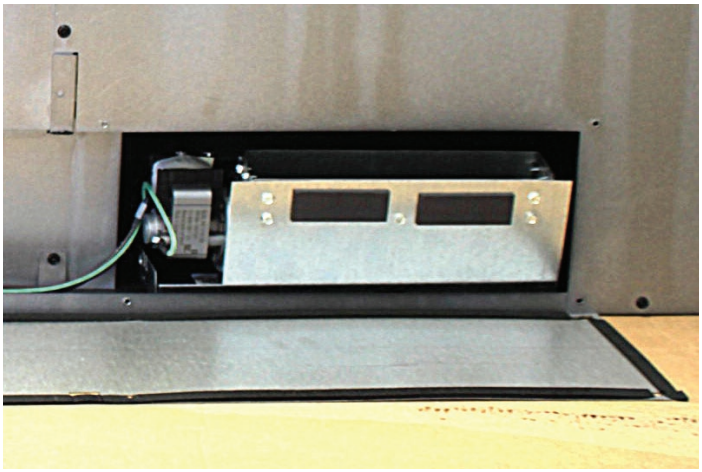

Figure 6
8. Ensuite, installez l'autre ventilateur du côté droit de l'ouverture d'accès. L'extrémité droite du support de la base du ventilateur doit être à peu près vis-à-vis de l'extrémité droite de l'ouverture d'accès. Acheminez le câblage loin de la roue du ventilateur. **Voir la figure 6.**